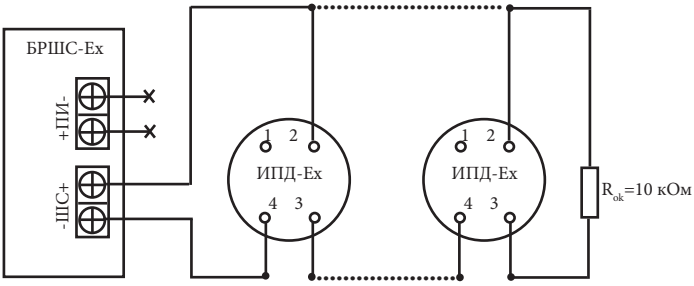

Рисунок 49 - Рекомендуемая схема подключения ИПД-Ex к БРШС-Ex
2.5.10.2.3 Произведите монтаж подводящих проводов к клеммам контактов основания согласно схеме подключения (рисунок 49). Максимальная площадь поперечного сечения проводников – 0,75 мм^2. 2.5.10.2.4 Ток ИПД-Ех при выдаче извещения о пожаре ограничен внутренней схемой значением 3,5 мА, поэтому ИПД-Ех может быть подключен в шлейф пожарной сигнализации без токоограничивающего резистора. При необходимости установить меньший ток срабатывания, последовательно с ИПД-Ех устанавливается токоограничивающий резистор.